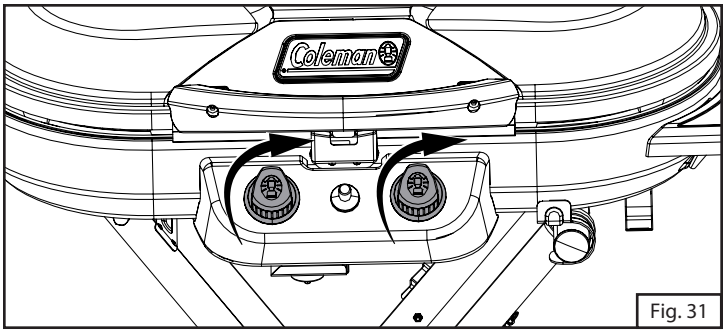

Fig. 31
1. Mettre les deux boutons de commande en position d'arrêt. (Fig. 31)